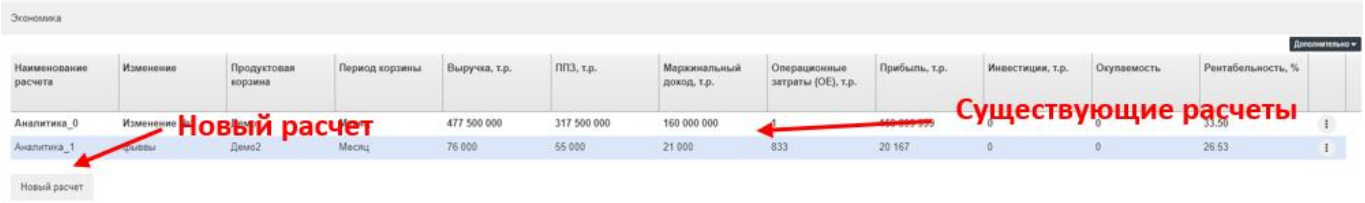

Рис. 113 – Расчеты продуктовых корзин
1. Перейти в раздел «Экономика продуктовых корзин/Расчеты» модуля «Экономика» (пример интерфейса приведен на Рис. 113).